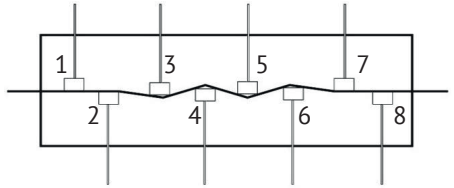

Рис. 5
- Проведите регулировку прижимных роликов, для этого ослабьте контргайки и прижмите ролики, как на рис. 5. После регулировки закрутите контргайки.